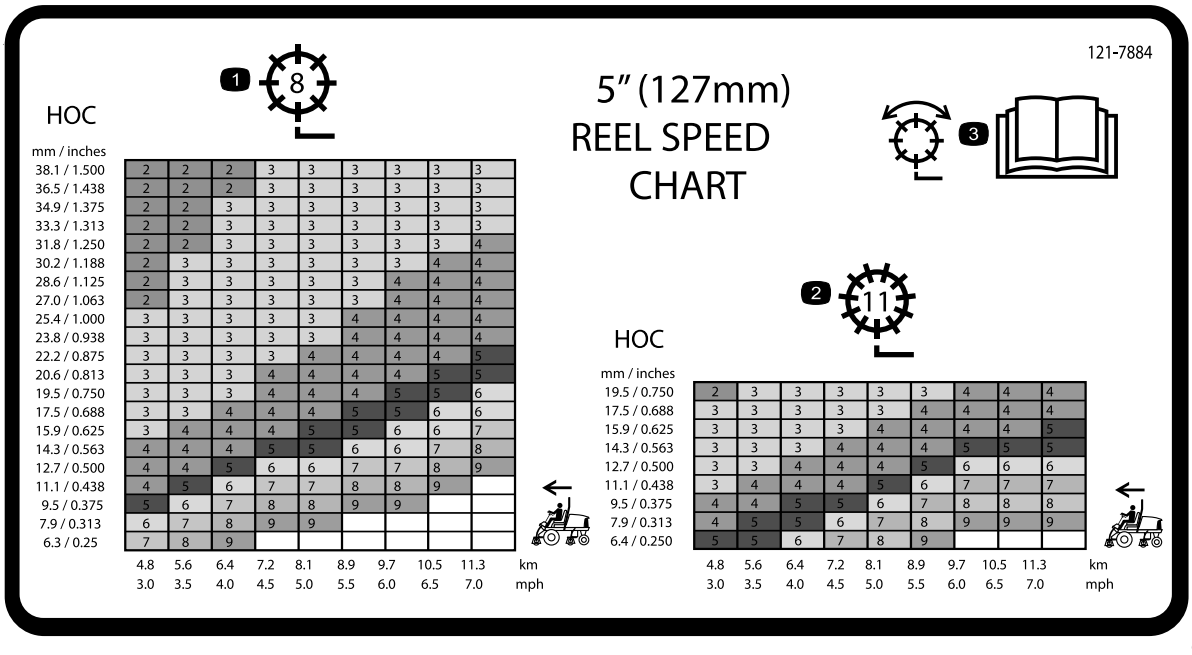

Figuur 32
3. Raadpleeg de tabel op de sticker met messenkooitoerentallen (Figuur 32) om het juiste messenkooitoerental te bepalen.